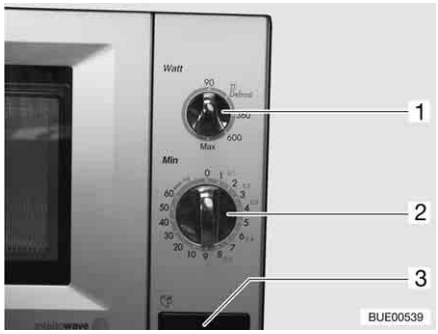

Fig. 137 Operating controls for microwave oven
- Press the key (Fig. 137,3) to open the door and place food into the cooking area.
- Select the output on the control knob (Fig. 137,1).
- Select the cooking time with the control knob (Fig. 137,2). Cooking begins.
- Press the key (Fig. 137,3) to open the door and take out the food.